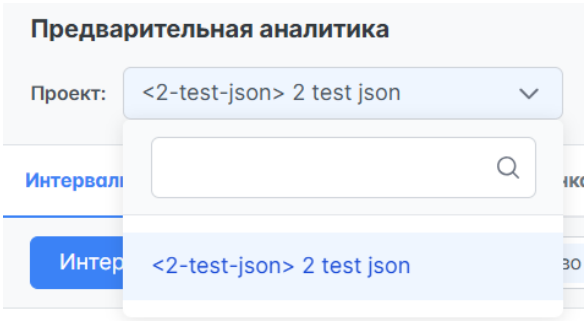

Рисунок 218 – Выбор проекта
1. Выбрать проект расписания. Для выбора проекта необходимо нажать на ⌄ в соответствующем поле, откроется список доступных проектов (рисунок 218), далее нажать на название требуемого. Выбранный проект во всплывающем списке при повторном нажатии на ⌄ будет выделен синим цветом. При выборе проекта доступен поиск по названию. Для выполнения поиска необходимо ввести искомое в поле поиска – 🔍. Проекты, удовлетворяющие условиям поиска, автоматически отобразятся в списке. Поиск не чувствителен к регистру.